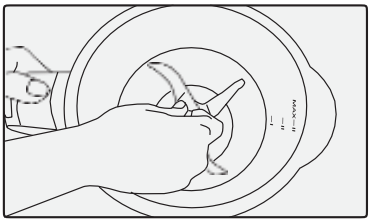

Рис. 19
2. Осторожно извлеките ножи из кувшина, остерегаясь порезов (Рис. 19).
1. Вставьте ножи в отверстие на дне кувшина, соблюдая осторожность, чтобы не порезаться (Рис. 19).